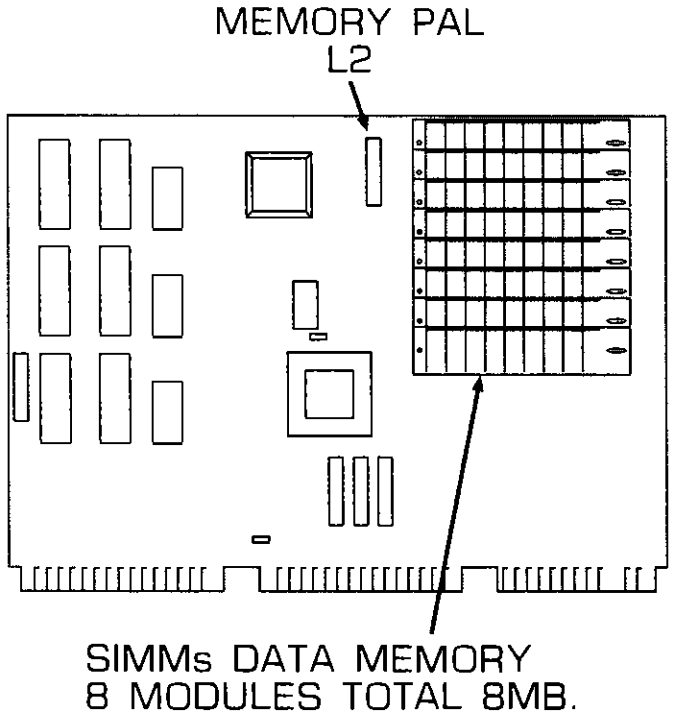

Figure I-1. Enhanced 2200 CPU/Memory PCB Components Layout
3) Replace the PAL chip at PCB location L2 with the PAL chip supplied in kit (Ref. Figure I-1).
4) Remove the four (4) 256KB SIMMs Modules (Ref. Figures I-1 and I-2).
5) Insert two (2) 1MB SIMMs Modules from the kit into the first two (2) empty SIMMs sockets starting at the bottom of the SIMMs connectors (Ref. Figures I-1 and I-3).
5) Insert four (4) 1MB SIMMs Modules from the kit into the first four (4) empty SIMMs sockets starting at the bottom of the SIMMs connectors (Ref. Figures I-1 and I-3).
5) Insert eight (8) 1MB SIMMs Modules from the kit into the eight (8) empty SIMMs sockets at the bottom of the SIMMs PCB connectors (Ref. Figures I-1 and I-3).
4) Insert the two (2) additional 1MB x 9 SIMMs Modules from the kit into the first two (2) empty SIMMs sockets at the bottom of the SIMMs connectors (Ref. Figures I-1 and I-3).
4) Insert the six (6) additional 1MB x 9 SIMMs Modules from the kit into the first six (6) empty SIMMs sockets at the bottom of the SIMMs connectors (Ref. Figures I-1 and I-3).
4) Insert the four (4) additional 1MB x 9 SIMMs Modules from the kit into the first four (4) empty SIMMs sockets at the bottom of the SIMMs connectors (Ref. Figures I-1 and I-3).